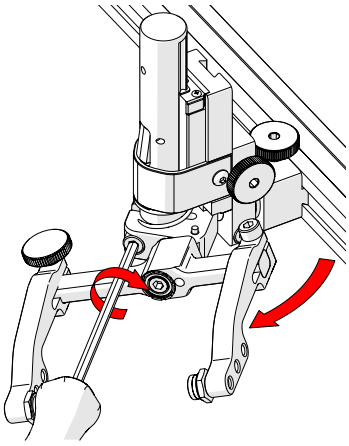

Fig. 125 - Rotate and tighten
3. Tighten the transverse adjustment screw *(Fig. 125)*.